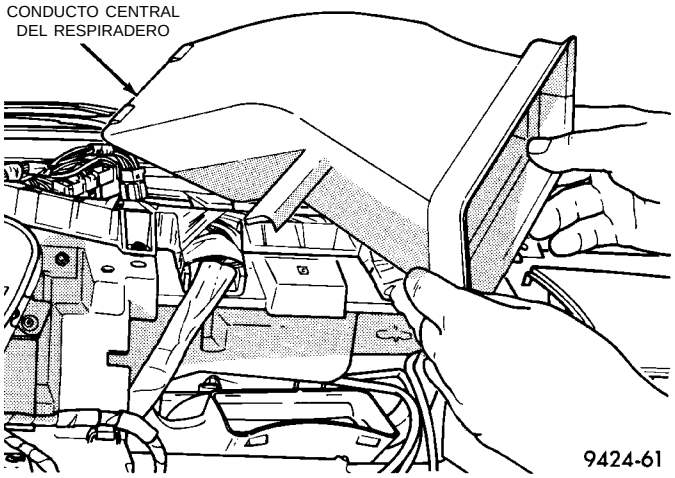

Fig. 39 Respiradero central del tablero de instrumentos
(3) Retire el conducto central del respiradero (Fig. 39).